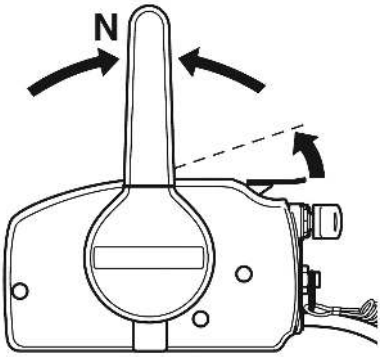

Рис. 30 Положение рычага для запуска двигателя
5. Установите рычаг управления в нейтральное положение (Рис. 30).
6. Установите рычаг управления дроссельной заслонкой в положение для запуска (Рис. 30). Поднимите рычаг до возникновения сопротивления, затем поднимите рычаг еще немного.